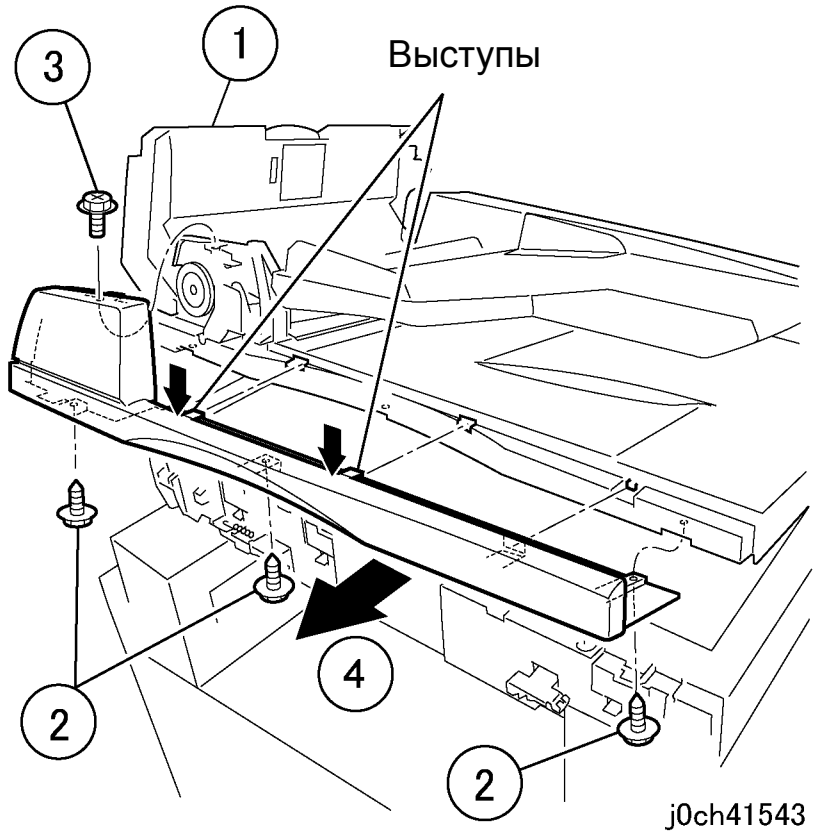

Рисунок 1 Снятие передней крышки (j0ch41543)
1. Снимите переднюю крышку (рисунок 1).